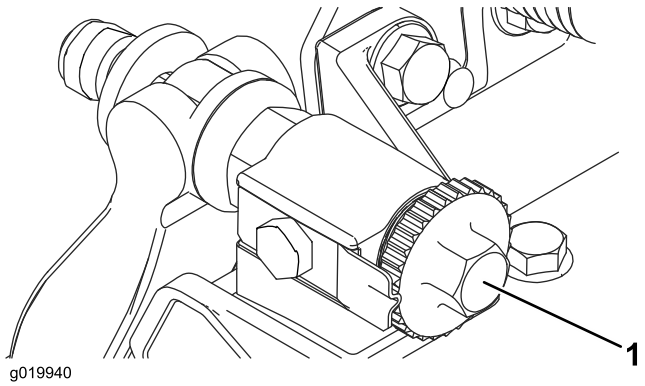

**Figuur 8**
1. Plaats de maaieenheid op een vlak, horizontaal oppervlak. Draai de stelschroeven van de snijbalk linksom zodat de snijbalk de messenkooi niet raakt (Figuur 8).